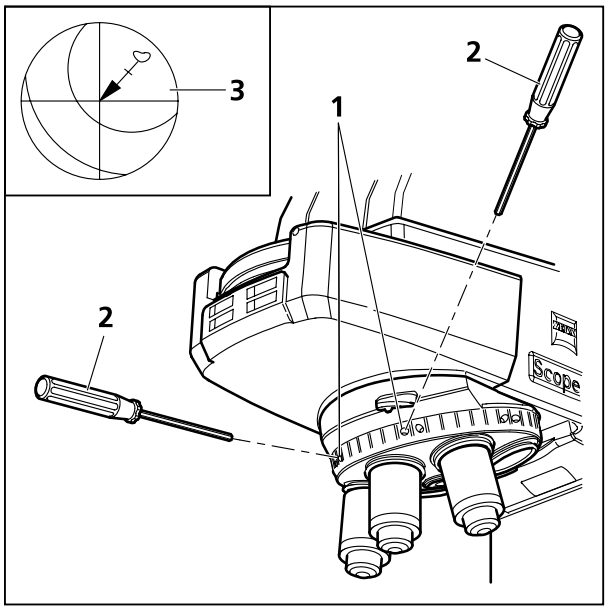

Bild 3-19 Objektive zentrieren
- Durch Drehen des Tisches maximale Präparatauslenkung (Bild 3-19/**3**, Pfeilanfang) zum Okularstrichkreuz ermitteln.
- Präparatdetail durch Verstellen der beiden Zentrierschrauben am Objektivrevolver (Bild 3-19/**1**) mit je einem Sechskant-Schraubendreher SW 1,5 (Bild 3-19/**2**) um die halbe Pfeillänge in Richtung Strichkreuzmitte verschieben. Kontrollieren, ob bei erneuter Tischdrehung Präparatdetail auswandert, ggf. Zentriervorgang wiederholen.